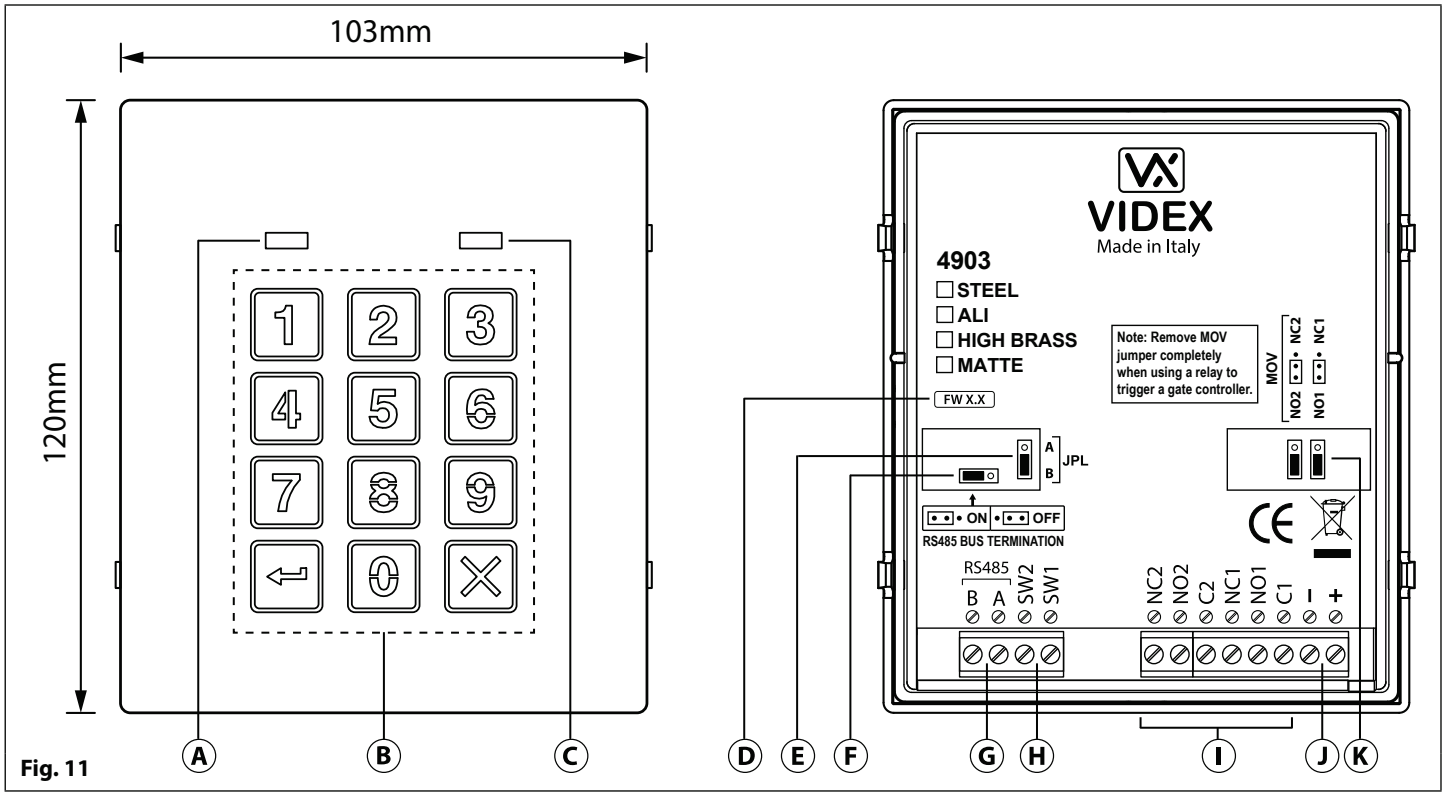

Fig. 11
The module features 12 stainless steel buttons, backlit in blue (keys **0 - 9**, **ENTER** ⏎ and **CLEAR** ✕), 2 LED's (green LED = data, red LED = status indication) for progress information during use and programming and a stainless steel or aluminium front plate, see **Fig.11**. With two integral relays (**RLY1** and **RLY2**) each with common (**C**), normally open (**NO**) and normally closed (**NC**) connections and two switched 0V push to exit inputs **SW1** and **SW2** to enable the external triggering of the relays. Key presses are signalled acoustically while each button press has a tactile feel. Entering the correct code followed by **ENTER** ⏎ will activate the relevant relay.
The jumper JPL (**Fig.11**, (E)) is used to adjust the brightness and determine the operation of the backlit buttons. There are four brightness settings for the backlit buttons and two programming modes (mode 1 and 2) for the jumper.
4. When power is restored to the codelock wait for the module to emit a single beep and the red status LED (**Fig.11**, (C)) to flash once;
5. Listen for the confirmation tone and wait for the red status LED (**Fig.11**, (C)) to flash once again;
4. When power is restored to the codelock wait for the module to emit a double beep and the red status LED (**Fig.11**, (C)) to flash once;
3. When power is restored to the keypad the backlit key buttons will illuminate (**Fig.11**, (B)). Wait for the keypad to emit a low level tone then wait for the red status LED (**Fig.11**, (C)) to switch ON;
4. Release the **0** [0] button then enter the unit ID required for the Art.4903 (1 - 8) using the keypad (**Fig.11**, (B)). The red status LED will switch OFF and the keypad will play a short melody. Observe the red status LED (**Fig.11**, (C)) as this will flash as many times as the unit ID being set (e.g. if the unit ID is set to ID.8 the red status LED will flash 8 times);
4. When power is restored to the codelock wait for the module to emit a beep and wait for the red status LED (**Fig.11**, Ⓒ) to stop flashing;